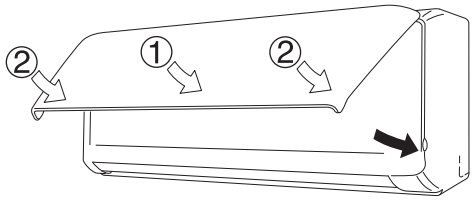

Abb. 3-18
(6) Den Anti-Schimmel-Filter oben einsetzen und dann unten an den Nasen der Einheit sichern.
(7) Zum Schließen der Frontverkleidung zunächst auf den mittleren Teil der Frontverkleidung drücken und dann die rechte und linke untere Ecke andrücken und mit einem Klicken einrasten lassen. (Abb. 3-18)